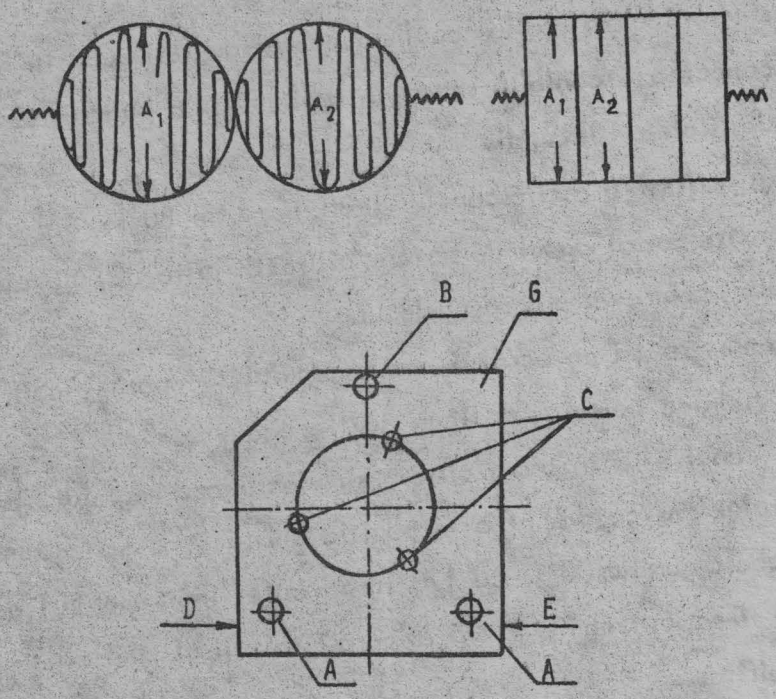

Fig.13. Reglaj radial.
- se urmăreşte ca pe ecranul osciloscopului să apară imagine ca în fig.13; amplitudinea celor două figuri să fie egale